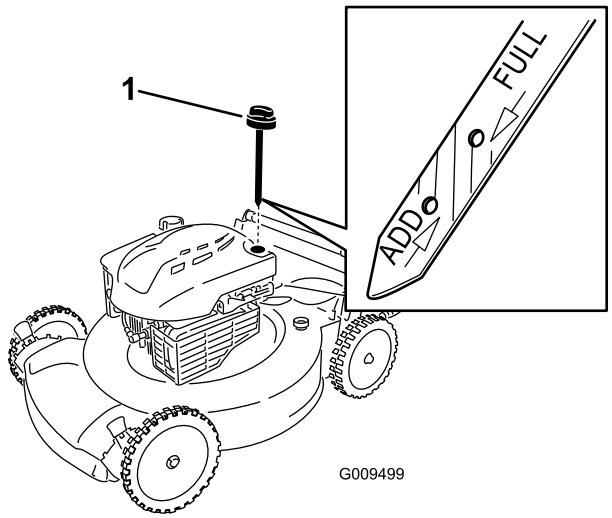

Figuur 10
2. Verwijder de peilstok (Figuur 10).
5. Haal de peilstok eruit en controleer het oliepeil; zie Figuur 10.